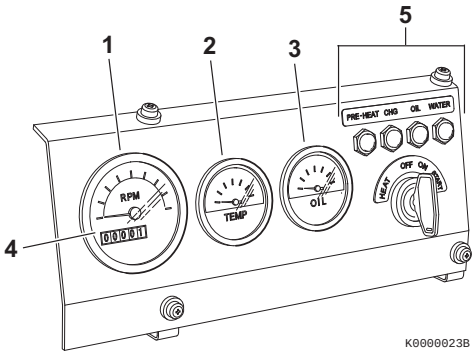
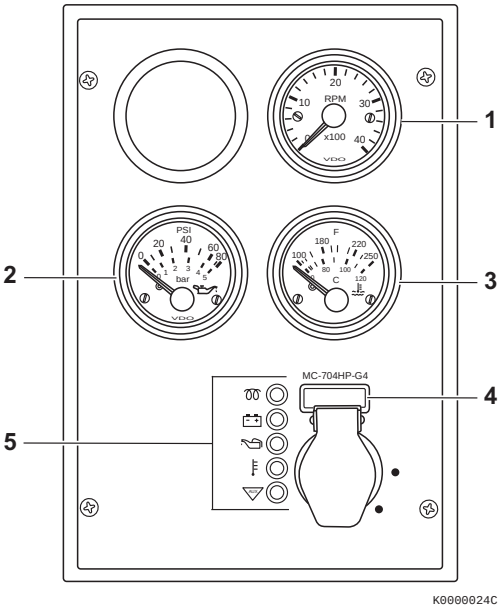

Figure 5
Figure 6
1. While the engine is running, check the gauges for normal indications. The gauges shown in **Figure 6** and **Figure 5** are provided for illustrative purposes only.
- **Tachometer (Figure 6, (1))** or **(Figure 5, (1))** -Make sure the engine speed is within normal limits.
- **Engine oil pressure (Figure 6, (2))** or **(Figure 5, (3))** - Make sure the engine oil pressure is within normal limits. *See Principal Engine Specifications on page 105.*
- **Engine coolant temperature (Figure 6, (3))** or **(Figure 5, (2))** - Make sure the engine coolant temperature is within normal limits.
- **Hour meter** - The hour meter display **(Figure 6, (4))** or **(Figure 5, (4))** shows the total number of hours the engine has run. This is useful for planning periodic maintenance operations. *See Periodic Maintenance Schedule on page 64*.
2. After the engine has reached operating temperature, all of the indicators **(Figure 6, (5))** or **(Figure 5, (5))** should be off. If any of the indicators are on, shut down the engine and have the necessary repairs performed.